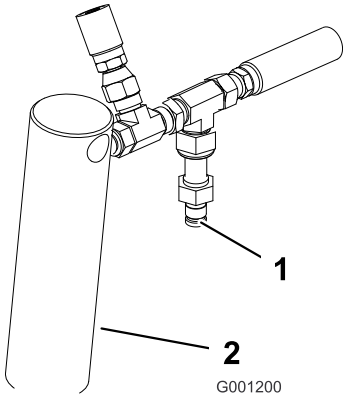

Figur 12
2. Koble en trykkmåler til teståpningen bak den høyre løftesylinderen (Figur 12).